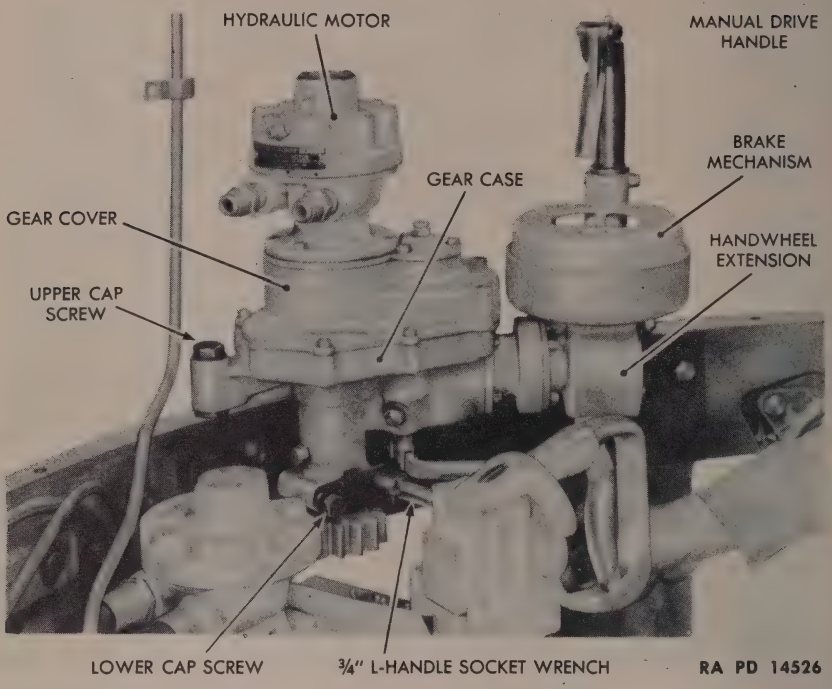

Figure 172—Removing Lower Cap Screws, Upper Assembly—Hydraulic Turret Traversing Mechanism
(3) REMOVE LOWER CAP SCREW (fig. 172).